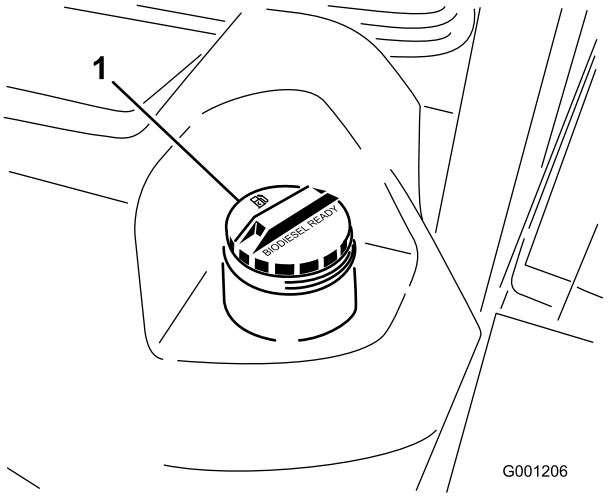

Figuur 26
3. Verwijder de dop van de brandstoftank (Figuur 26).